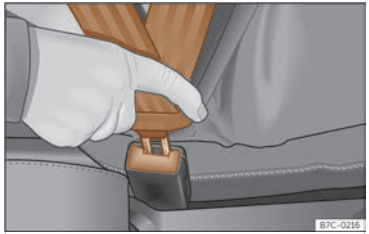

Abb. 22 Schlosszunge des Sicherheitsgurts in das Gurtschloss einstecken.
- Schlosszunge fest in das zum Sitzplatz gehörende Gurtschloss stecken ››› **(Abb. 22)**.